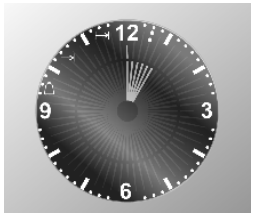

Afb. 4
- Gebruik de toetsen – / - om de **kookduur** in te stellen. Bij iedere druk op de toets – wordt **een minuut** kooktijd toegevoegd en om de **twaalf minuten** zal **een intern segment** oplichten (**Afb. 4**). Het kookprogramma gaat na **7 seconden** van start en het symbool ⊢→| wordt ingeschakeld.
- Gebruik de toetsen – / - om de **kookduur** in te stellen: bij iedere druk op de toets – wordt **een minuut** kooktijd toegevoegd en om de **twaalf minuten** zal **een intern segment** oplichten (**Afb. 4**);